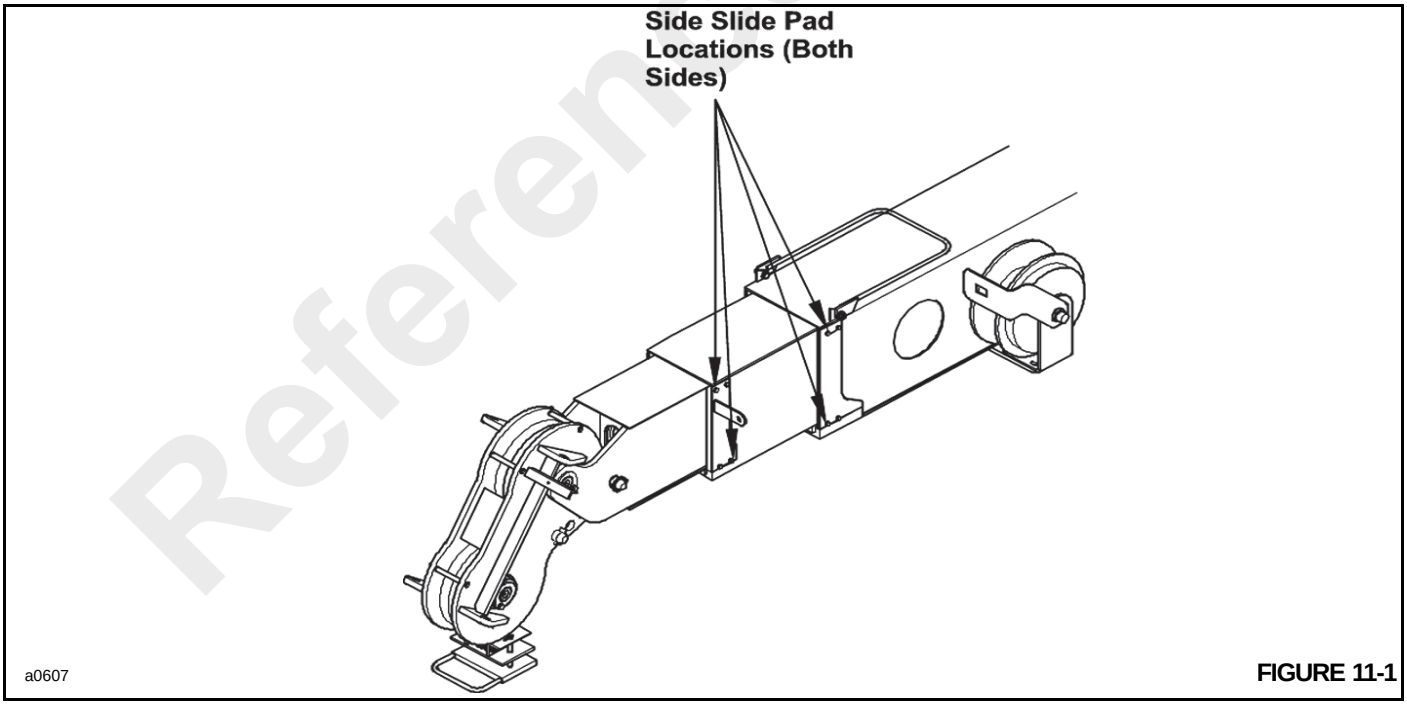

FIGURE 11-1
1. Extend the boom sections until the side wear pads are visible (Figure 11-1)